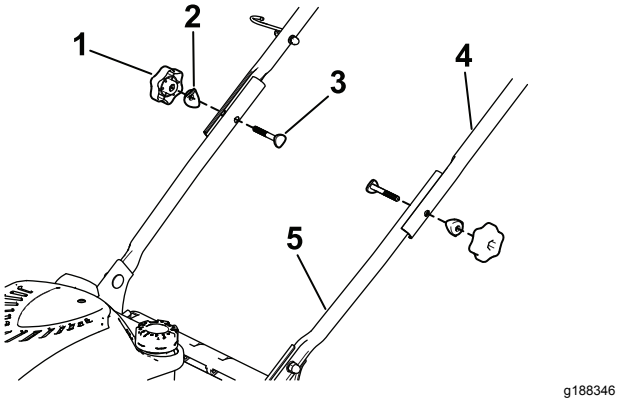

Figuur 4
2. Bevestig de bovenste handgreep aan de onderste handgreep met 2 handgreepknoppen, 2 gebogen ringen en 2 bouten. Draai de handgreepknoppen met de hand stevig vast (Figuur 4).